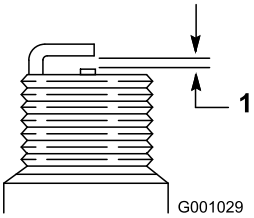

Figura24
4. Setai spaiul dintre electrozi pe o nouă bujie la 0,76 mm conform (Figura24).